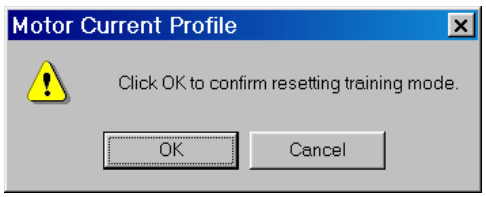

Figure 2-40 Motor Current Profile Training Mode Reset Confirmation Screen
3. To reset the Motor Current Profile to the Training Mode select "Reset Training Mode". TapTalk will display a "Motor Current Profile Reset" confirmation screen (Figure 2-40).